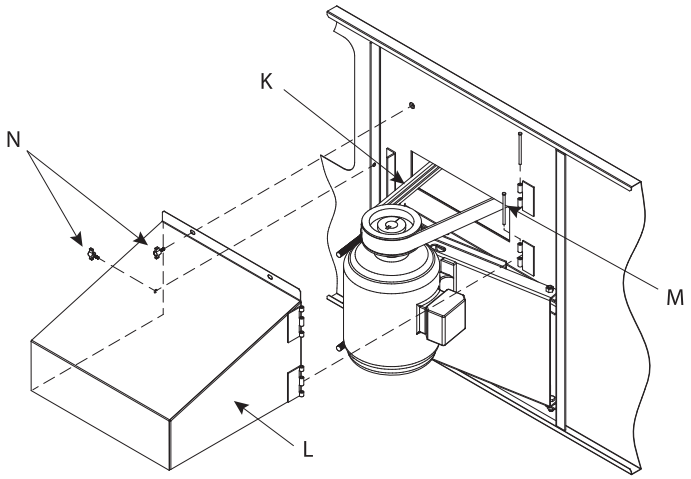

图17b - 电动机保护罩和高强皮带的安装
7. 将高强皮带（**K**）绕在通风机和电动机的皮带轮上。（见**图17b**）利用“J”型螺栓上的螺母来调整皮带松紧度。不要调得过紧。用手在皮带中心位置上加适当的压力，其水平方向上的挠度约为19mm。
10. 装上电动机保护罩（**L**），对上铰链，插入铰链销（**M**），见**图17b**。